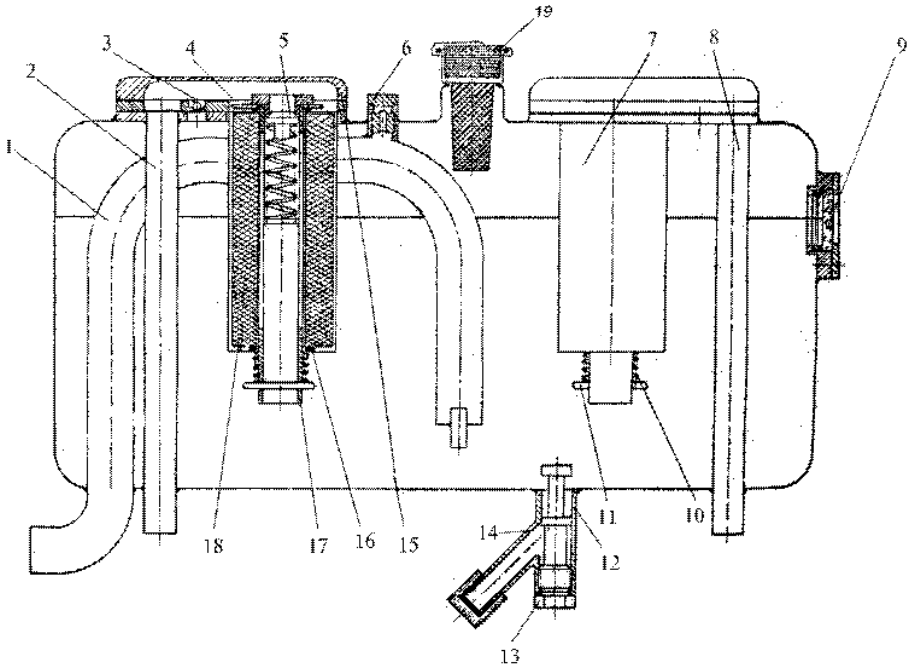

Рис. 5 Гидробак
Заправку масла производить в следующем порядке (рис. 5):
– вывинтить крышку 9 (рис. 5) заливной горловины гидробака;